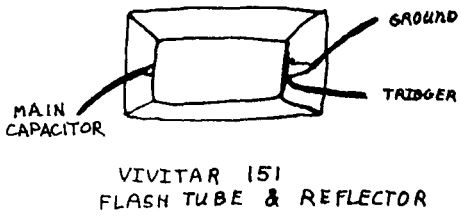

FIGURE 2
Fig. 2 shows the traditional rigging point in profile. Inspection of the outcrop along the trend indicated by the rope-eroded grooves reveals a VW-sized rock pinnacle which serves as an ideal primary anchor. After unbraiding the rope, one end was looped three times around the pinnacle, then backed up and secured by a bowline to a hefty herb, an 8-inch diameter tree. The canvas rope duffel padded the lip; eight small pads (gloves, spare parts of pants, etc.) padded the rope at several points around the pinnacle. From the anchor, the rope was routed to the lip through an eroded joint. The free end of the rope was lowered through a Jumar until the primary anchor was under load. The rope, pads and anchors were inspected prior to each descent and each morning to be certain that the culinary preferences of local rodentia had not devoured our margin of safety.
2. Locate the trigger transformer on the printed circuit board. See Fig. 1 for an example. The trigger transformer is normally a small core wound with fine wire. It may be identified by noting the direct connection to the trigger lead of the flash tube (Fig. 2) and the four wires coming from it.